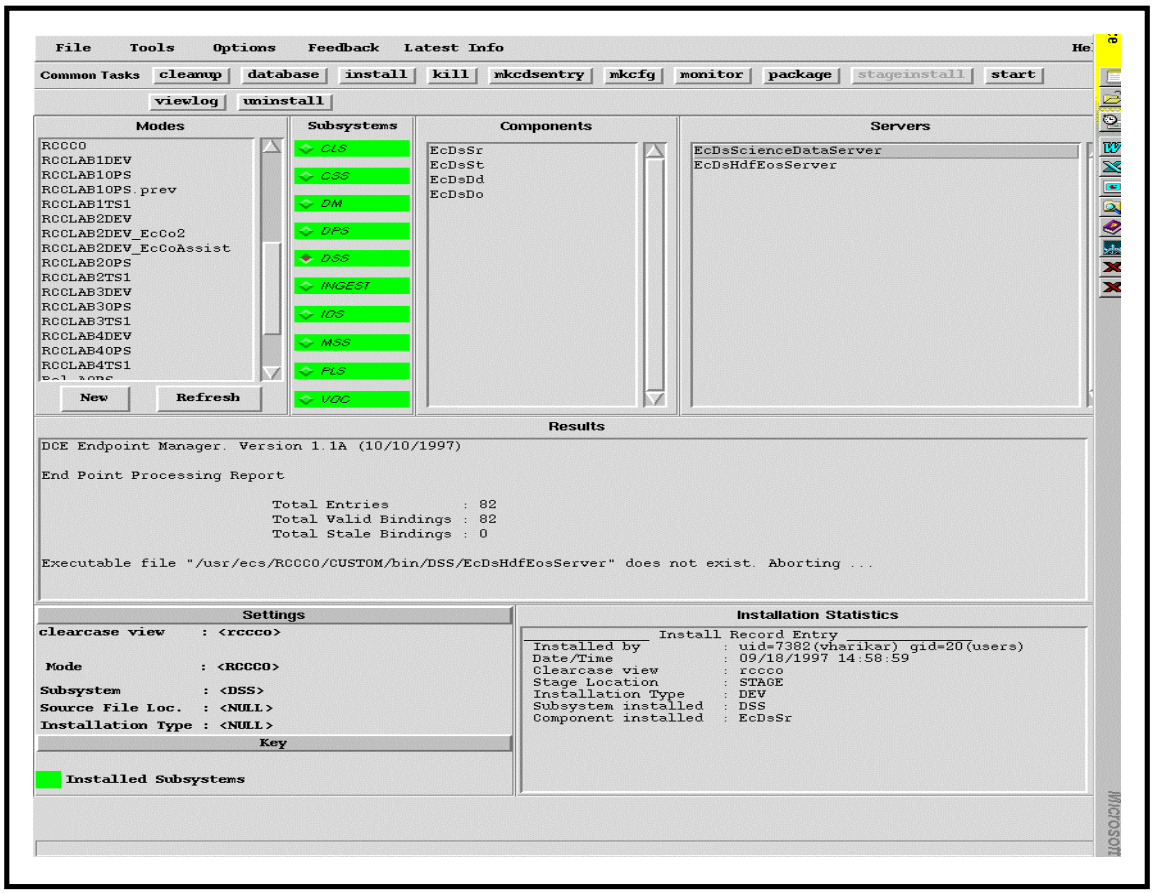

Figure 3. Subsystem Manager GUI
- This will invoke the Subsystem Manager GUI, as indicated in Figure 3.
Log files are used extensively in the ECS system to record a history of activity performed on the system. They provide useful information about server activities. ECS Assistant provides an easy way to access and view these log files. In the Subsystem Manager GUI, there is one button called **viewlog** in the Common Tasks bar. Click this button to invoke a log file GUI, as shown in Figure 3. You can review the log files for a particular server by choosing the server name from the Menu for the Subsystem to which it belongs. You can also view all of the log files for a component by choosing it in the Components menu. Menu entries are dimmed if no log files are present. The following example shows how to use this GUI to open log files for a particular server.